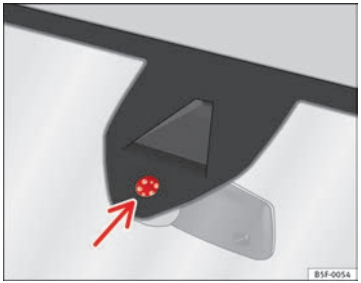

Fig. 73 Rain sensor sensitive surface
Possible causes of faults and mistaken readings *on the sensitive surface* ⇒ Fig. 73 of the rain sensor include: ▶
- Clean the sensitive surface of the rain sensor regularly and check the blades for damage ⇒ Fig. 73 (arrow).